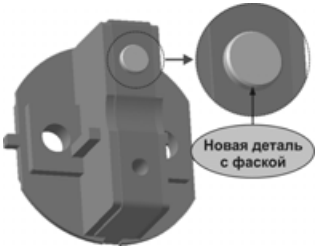

Рис. 7.91
- В окне подсборки **Вкладыш** появится изображение детали **Заклепка**, содержащие внесенные изменения (рис. 7.91). В дереве построения сборки дайте новой детали имя **Заклепка**.